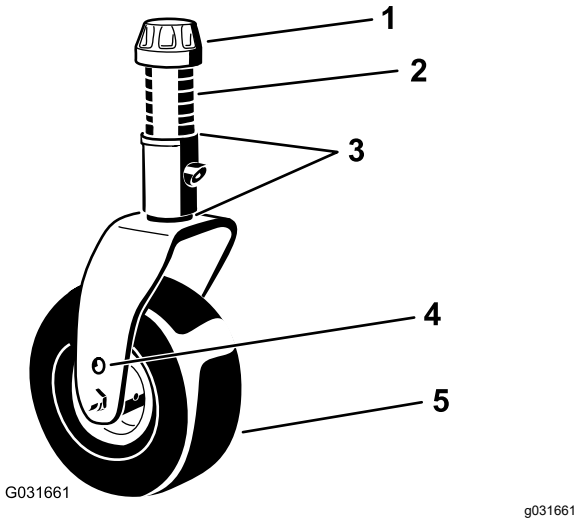

Figura 23
4. Usando la llave suministrada, afloje el casquillo tensor, retírelo del eje de la rueda giratoria, y retire el eje del brazo de la rueda giratoria (Figura 23).